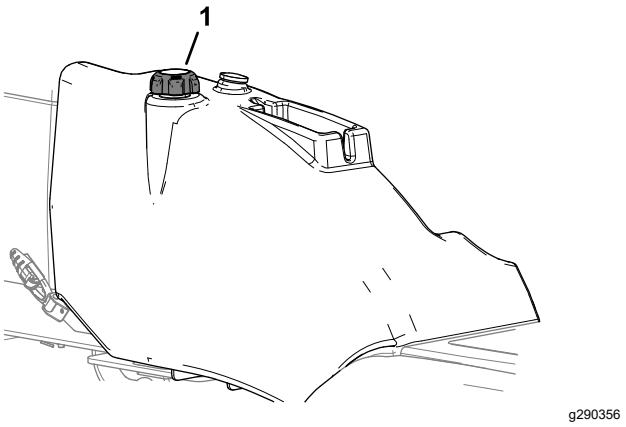

Figuur 19
3. Verwijder de dop van de brandstoftank (Figuur 19).